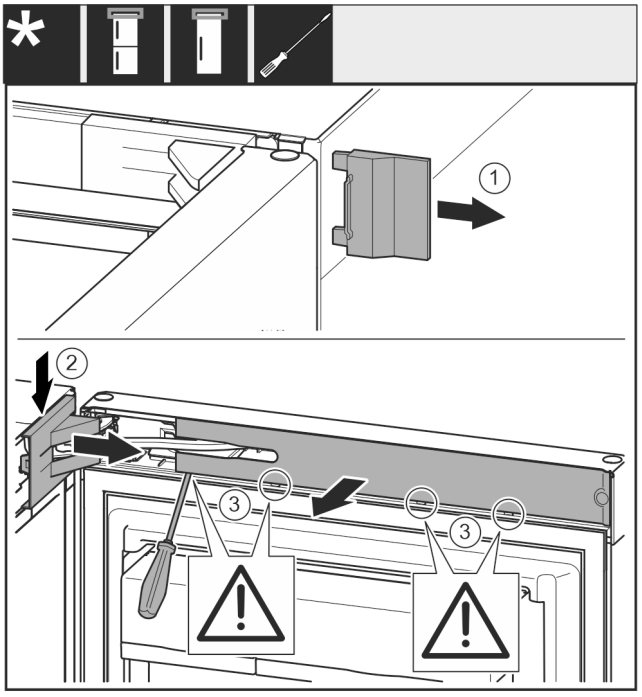

Fig. 9
▶ Scoateți capacul *Fig. 9 (1)*.
▶ Deblocați și desfaceți capacul suportului de lagăr *Fig. 9 (2)*.
▶ Scoateți capacul suportului de lagăr *Fig. 9 (2)*.
▶ Deblocați masca *Fig. 9 (3)* cu șurubelnița plată și pivotați-o în lateral.